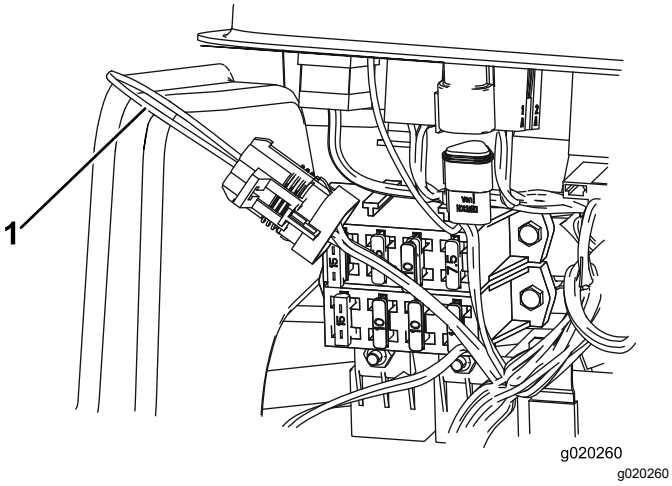

Rysunek 37
3. Odszukaj wiązkę przewodów i złącze pętli zwrotnej (Rysunek 37).